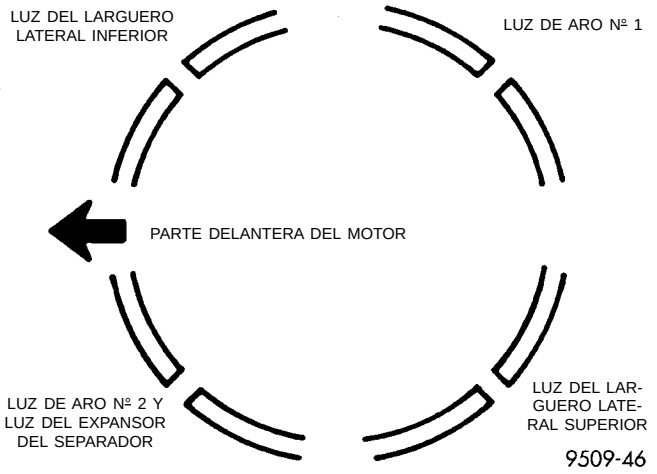

Fig. 83 Emplazamiento de la luz entre puntas de aros de pistón
(4) Emplace la luz entre puntas de aros de pistón tal como se muestra en la (Fig. 83).
(5) Emplace la luz del expansor de anillo de aceite a por lo menos 45° de la luz de los largueros laterales, pero **no** en el centro del perno de pistón ni en la dirección de empuje. El escalonamiento de la luz de aros es importante para el control de aceite.
(2) Antes de instalar el compresor de aros, cerciórese de que los extremos del expansor de anillo de aceite hagan tope y que la luz de los largueros esté situada tal como se muestra en la (Fig. 83).